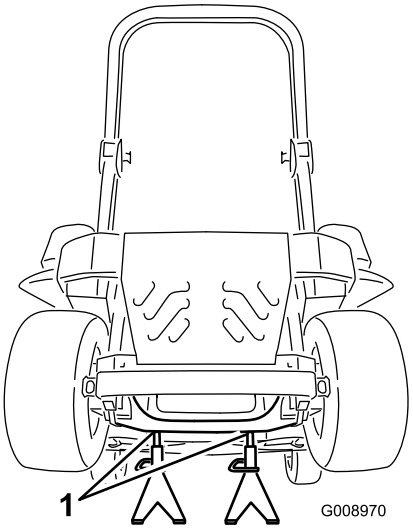

Figur 85
3. Höj upp maskinen och stötta upp den med domkrafter (Figur 85).
9. Ta bort domkrafterna och sänk ner maskinen (Figur 85).